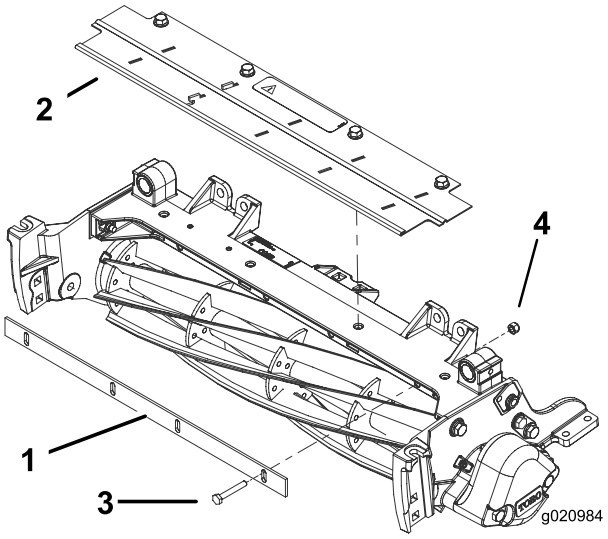

Figur 7
1. Monter klippestangen løst til klippeenhetens ramme med fire bolter (1/4 x 1 3/4 tomme) og fire låsemuttere (1/4 tomme) (Figur 7).
3. Stram skruene og mutterne (Figur 7).